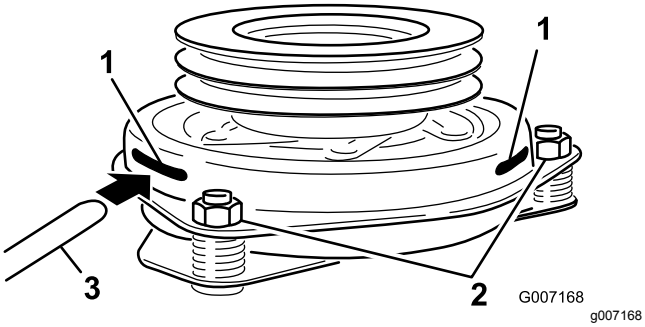

Figuur 83
9. Steek een voelermaat van 0,381 tot 0,533 mm door een inspectiesleuf in de zijkant van de eenheid (Figuur 83).
10. Draai de borgmoeren aan totdat de voelermaat licht is vastgeklemd maar gemakkelijk binnen de spleet kan bewegen (Figuur 83).